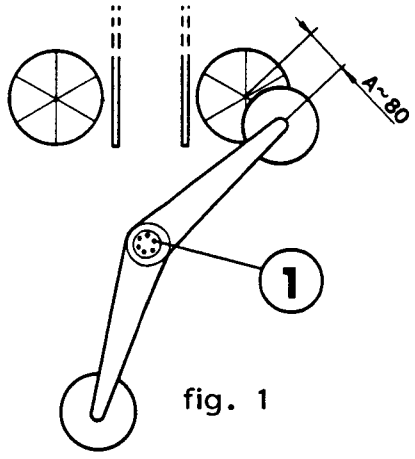

fig. 1
Fit the swing arm so that the measurement A 80 mm is obtained, fig 1. Tighten the screws (1) lightly.